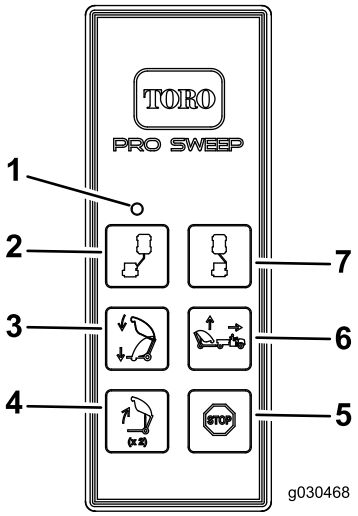

Figur 27
2. Tryk på knappen til aflæsning af tragtbeholderen i et sekund, slip knappen i et sekund, og tryk på knappen til aflæsning af tragtbeholderen igen (Figur 27).